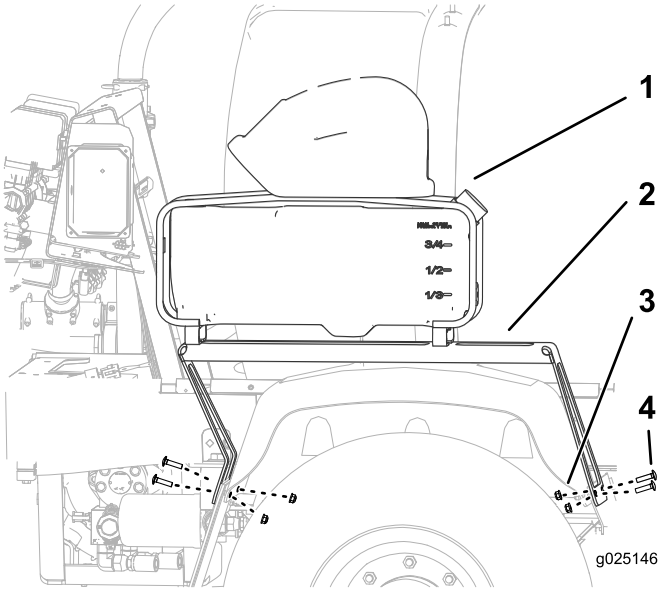

Figur 6
3. Rikta in hålen i stödfästets främre ben mot hålen i stänkskärmens fäste och stänkskärmen (Figur 6).
4. Sätt fast stödfästet på stänkskärmens fäste och stänkskärmen med två vagnskruvar (5/16 x 1 1/4 tum) och två flänslåsmuttrar (5/16 tum) enligt Figur 6.
5. Rikta in hålen i stödfästets bakre ben mot hålen i stänkskyddet, stänkskärmens fäste och stänkskärmen (Figur 6).
6. Sätt fast stödfästet på stänkskyddet, stänkskärmens fäste och stänkskärmen med två vagnskruvar (5/16 x 1 1/4 tum) och två flänslåsmuttrar (5/16 tum) enligt Figur 6.